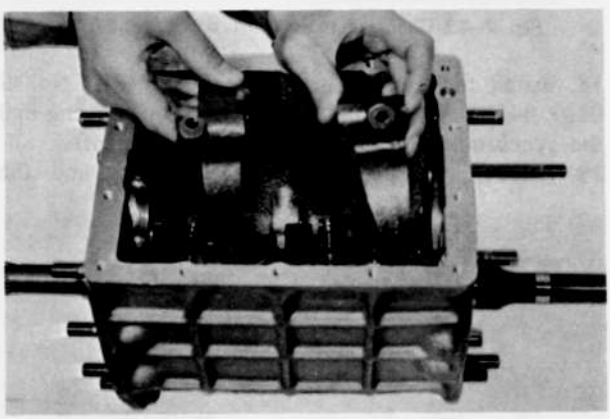

Fig. 7–21 Installing shift forks
16. Install the counter shaft gear in the case, making sure that the counter shaft gear engage each gear of the main shaft assembly, as shown in Fig. 7–22.